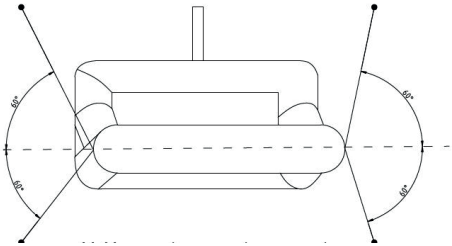

Rys. 3: Rozprężanie ekranu projekcyjnego
Użyć elementu rozprężającego (D), aby zabezpieczyć ekran projekcyjny przed przewróceniem. Przełożyć śledzie przez pętle na dolnej ramie i mocno zakotwiczyć je w podłożu. Przywiązać liny do górnych pętli i naciągnąć je w dół pod kątem ok. 60° (rys. 3).